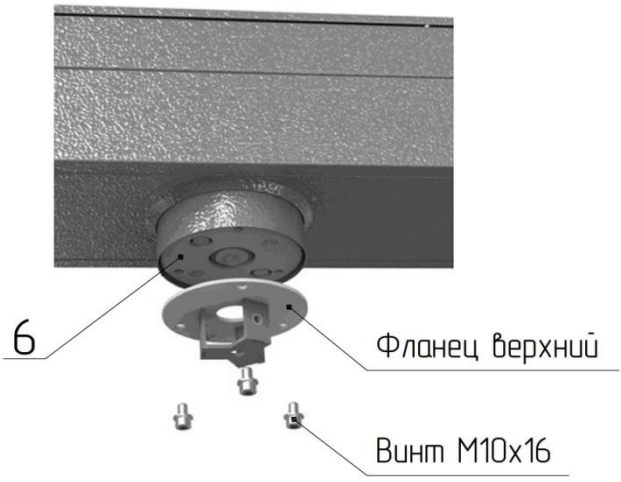

Рис. 5
- установите на диск муфты привода **6** (рис.5) верхний фланец центральной стойки и закрепите винтами М10х16; нижний фланец прикрепить к фланцу вала напольной плиты **7** винтами М8х16;